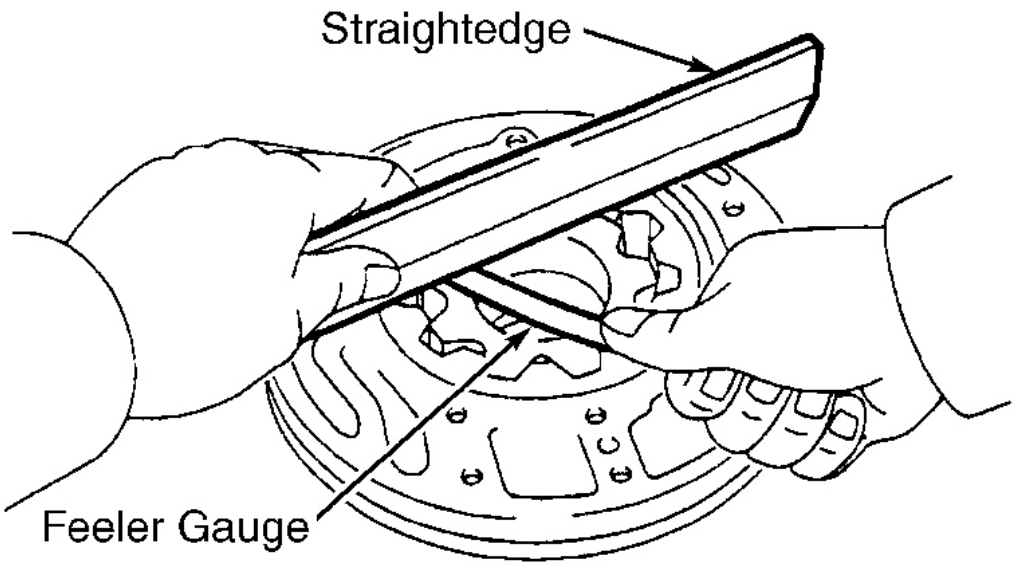

Fig. 34: Checking Oil Pump Gear Side Clearance
3. Check side clearance of both gears. Use a steel straightedge and feeler gauge to measure side clearance of both gears. See **Fig. 34**. Side clearance should be .0008-.0016" (.020-.040 mm). Maximum side clearance is .004" (.10 mm). Replace gears as necessary. If side clearance is not within specification after gear replacement, replace oil pump body.